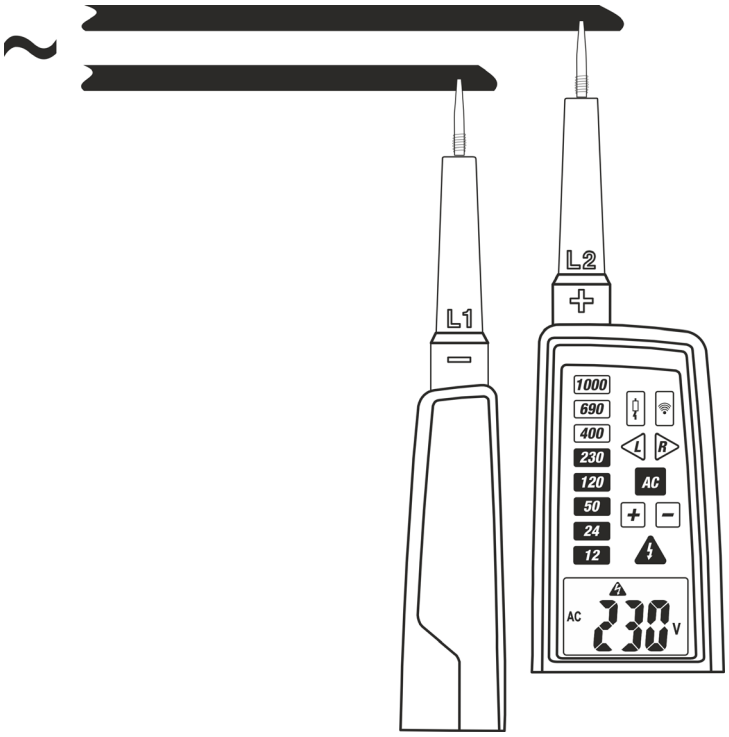

Fig. 5: Misura di Tensione AC
2. Collegare i puntali **L1** e **L2** alla sorgente in prova (vedere Fig. 5). La misura è eseguita **solo con contatto dei puntali sulla parte metallica dei conduttori**